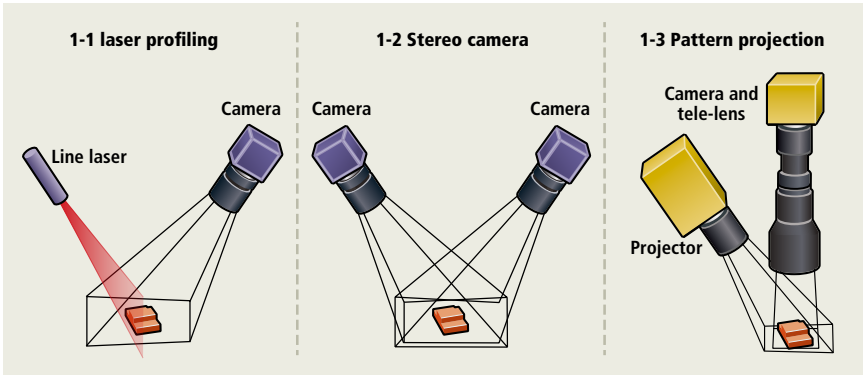

图1：1-1：激光轮廓测量系统使用线激光器和面阵相机组合。在这种方法中，样品或激光束必须移动以完成轮廓扫描。1-2：立体相机系统需要将两台面阵相机呈不同角度放置，如同人眼一样。1-3：模式投影系统包括一个投影仪、标准远心镜头和一台面阵相机。通常，以不同角度放置的多投影仪可以减少投影阴影。
非接触式 3D 测量可以通过各种技术实现，最常用的方法包括：(1) 激光轮廓测量法：用高功率激光器和线阵或面阵传感器实现；(2) 立体相机法：用两个面阵传感器和主动模式投影（使用一个面阵相机和一个主动模式投影仪）实现（见图 1）。